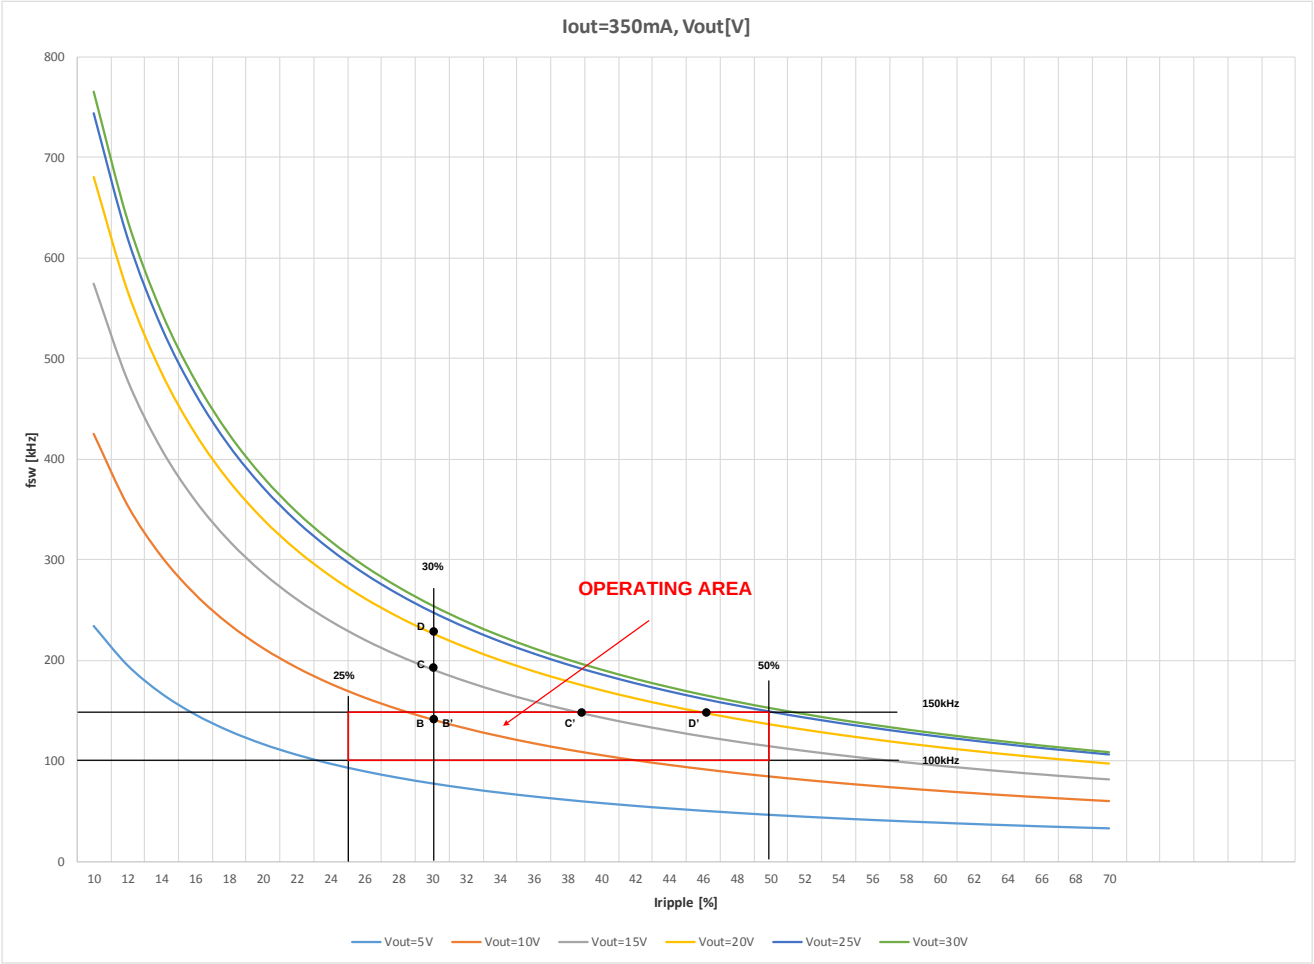

Figure 16. FRC Algorithm Example – Operating Point successfully put into Operating Area
1) If the achieved operating frequency is within allowed borders (defined by f_{sw_min} and f_{sw_max}), and the starting value of the ripple is within allowed absolute ripple borders (defined by I_{ripple_min} and I_{ripple_max}), no correction will be performed (e.g. Vout = 10 V – orange curve, operating point B is in the operating area, B=B', see **Figure 16**).
2) If the achieved operating frequency is above the maximum allowed switching frequency f_{sw_max} (e.g. Vout = 15 V – grey curve, point C; Vout = 20 V – yellow curve, point D), the firmware will start to slowly increase the ripple in order to lower the operating frequency (the slope of this increasing ripple depends on the buck inductance L_{EXT}, see equation (12) on page **17**). It will continue increasing the ripple until the frequency falls below the high threshold f_{sw_max} (corrected points C' and D', see **Figure 16**).